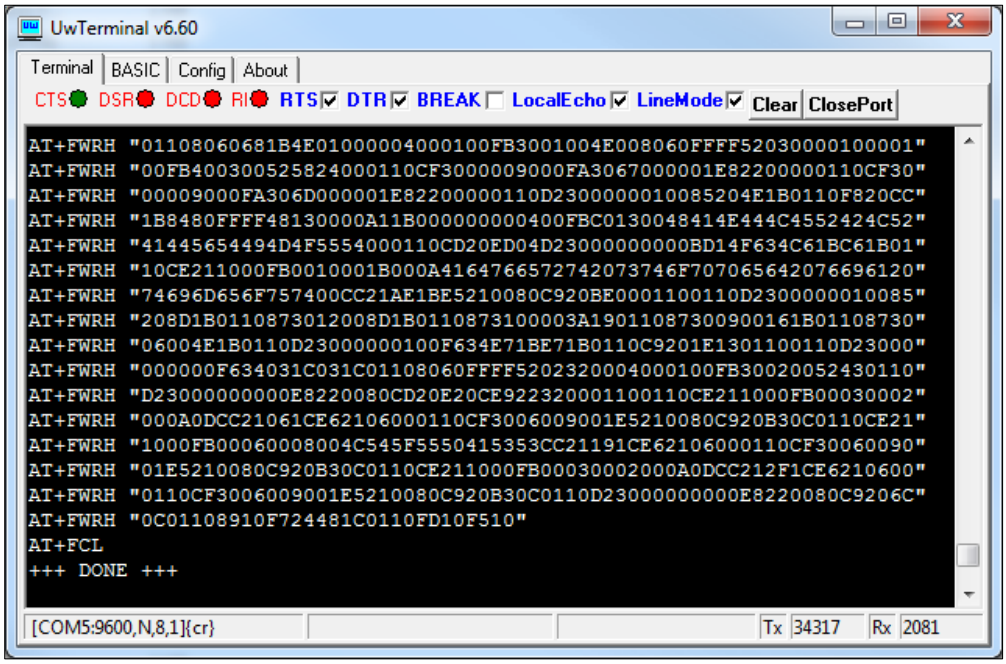

Figure 6: Compiled and loaded
3. Locate and open the **upass.vsp.sb** application located in the supplied *smart*BASIC *_sample_Apps* folder. When the application is successfully compiled and loaded, the console displays **+++ DONE +++** (Figure 6).